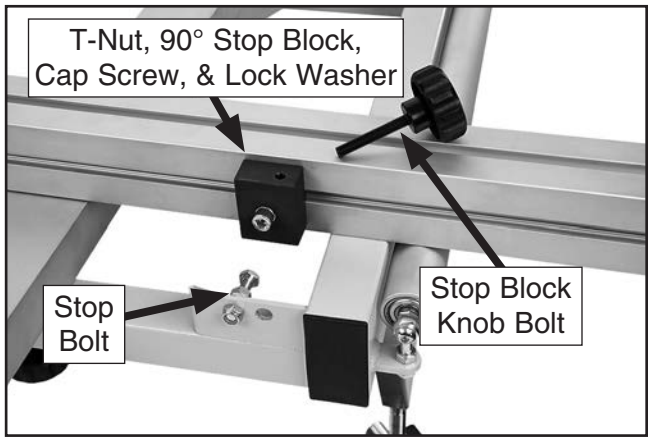

Figure 47. 90° stop block installed.
b. Attach 90° stop block to T-nut with M8-1.25 x 35 cap screw and 8mm lock washer so that it is aligned with stop bolt (see **Figure 47**).